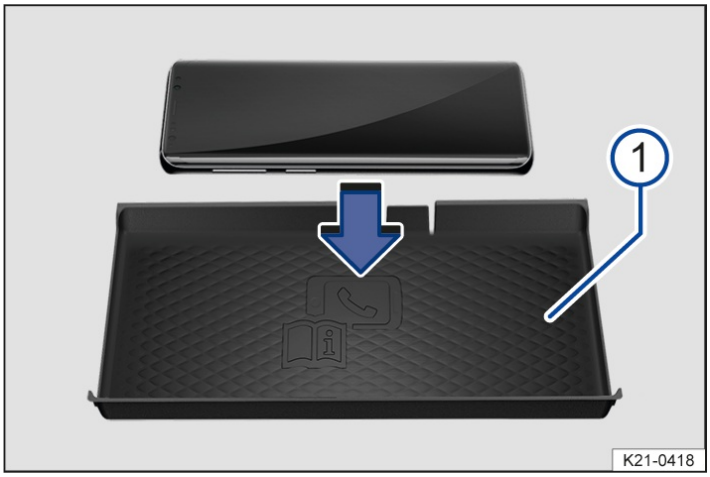

Fig. 1 General example: Storage compartment with a liner pad for wireless charging in the center console.
Depending on the vehicle, the rear shelf with liner mat→ *fig. 1* (1) for the wireless charging function is located in the center console or between the front seats in a storage compartment.
In some vehicles, the liner mat bears a phone symbol, which indicates the center position for the wireless charging function → *fig. 1* (1). The symbol on the liner mat may look different in some vehicles.